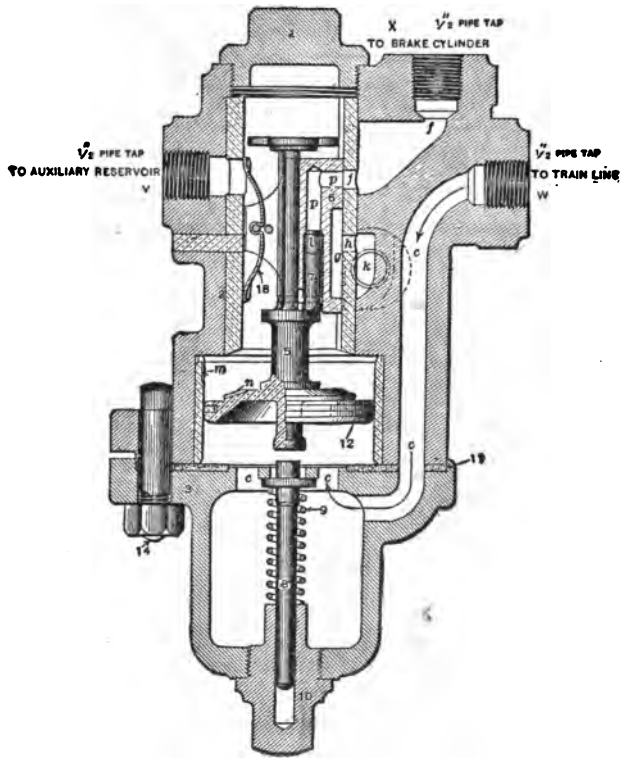

FIG. 3.—PLAIN TRIPLE VALVE, LAP POSITION.
A. A reduction of brake-pipe pressure causes the triple to assume service position, and after the auxiliary pressure has expanded to a trifle below that in the brake-pipe, piston 5 (Fig. 3), moves up and closes the graduating valve on its seat. Brake-pipe pressure had simply to overcome the friction on the triple piston-packing ring to do this, but had we no graduating valve the brake-pipe pressure would have had to be strong enough to overcome the additional friction of the slide valve to move it back far enough to close port *p*. When wishing to apply brakes harder, a heavier reduction would be necessary to again move the slide valve to service position. By the use of the graduating valve, the slide valve is moved to service position with the first reduction, where it remains until the brake is released or in case the emergency is used.
A. We reduced the brake-pipe pressure to allow the greater auxiliary-reservoir pressure to move the piston down and open the service or graduating port *p* between the auxiliary and cylinder. Just as long as the auxiliary pressure is greater, the piston will stay down and the graduating valve remain unseated. As the auxiliary pressure expands into the brake cylinder it gradually becomes less until, when the brake-pipe pressure becomes enough greater than that in the auxiliary to overcome the friction on the packing ring 12 (Fig. 3), the piston automatically moves back and seats the graduating valve.